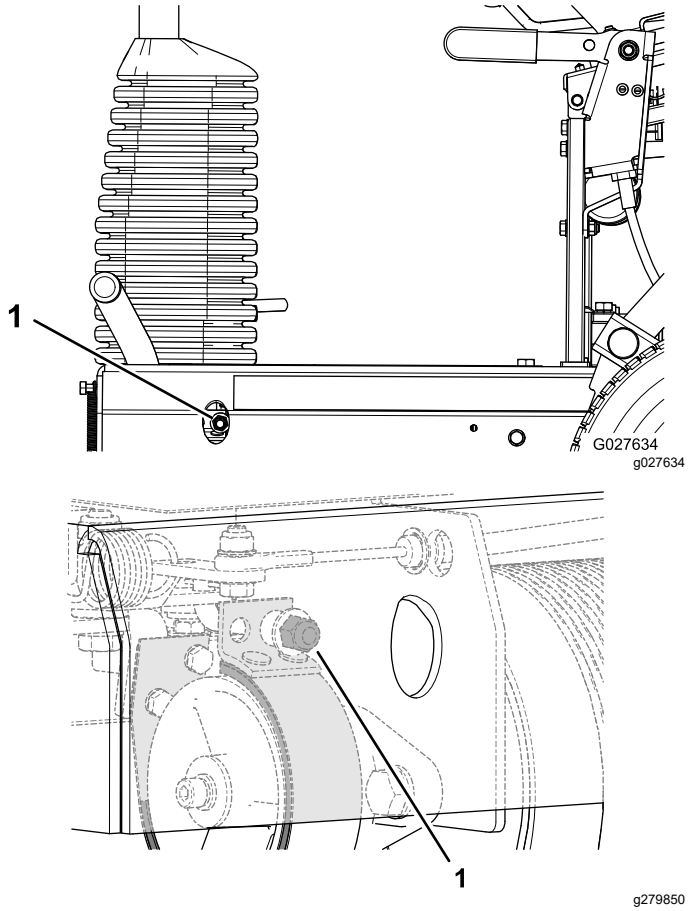

Figuur 35
- Om de remkracht te vergroten, moet u de borgmoer van de rem rechtsom draaien (Figuur 35).
- Om de remkracht te verminderen, moet u de borgmoer van de rem linksom draaien (Figuur 35).